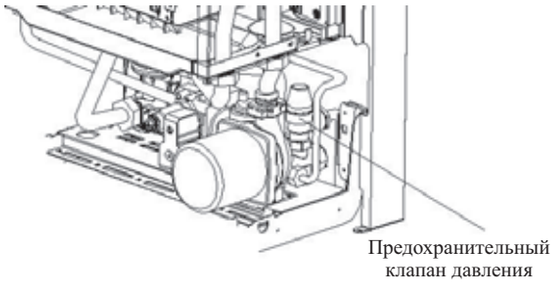

Рисунок 4-17
2. Запомните направление клапана; вращая, снимите его с манифольда (Рисунок 4-17).